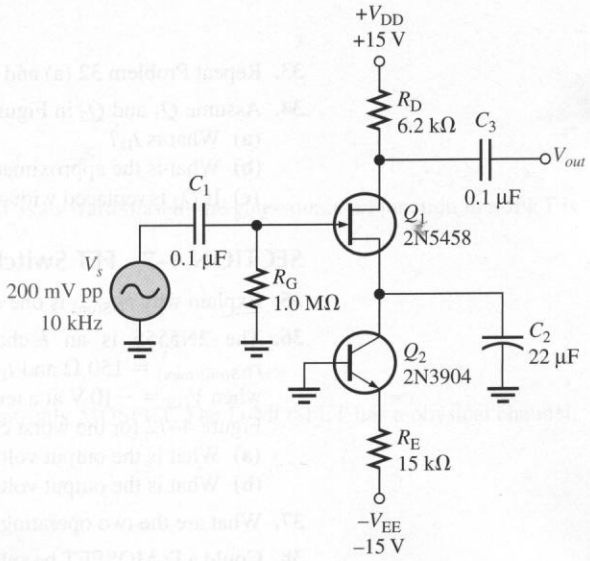

FIGURE 4–69
29. Assume the amplifier in Figure 4–69 has no output voltage. A check of the dc conditions reveals that the drain voltage is 15 V. Name at least three failures that can account for this.